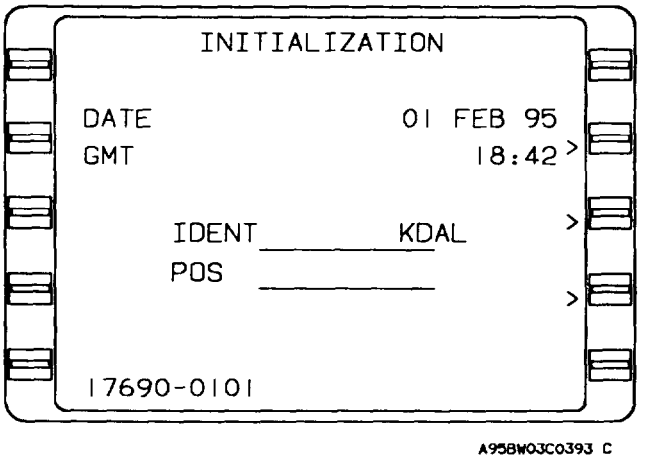

Figure 3-29. FMS Initialization Page
(1) NAVIGATION 1/4 (page 1 of 4) (fig. 3-29).